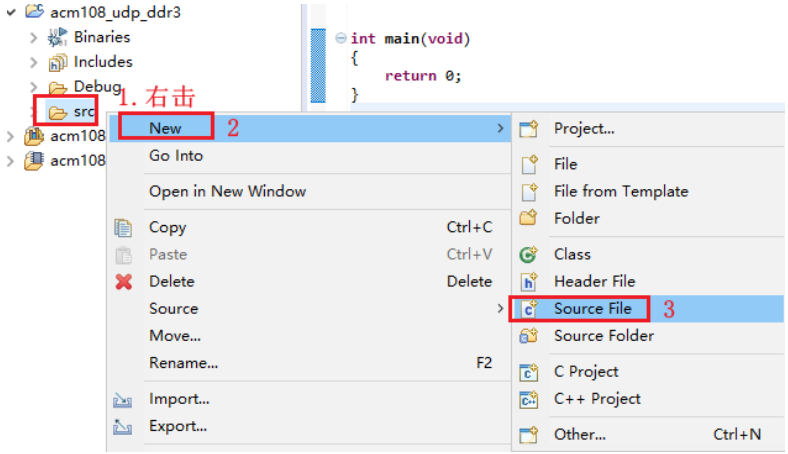

图 1-23 新建源文件
4. src 文件夹下，新建一个源文件，如下图 1-23 所示，然后在弹出的界面中给文件命名为 main.c。